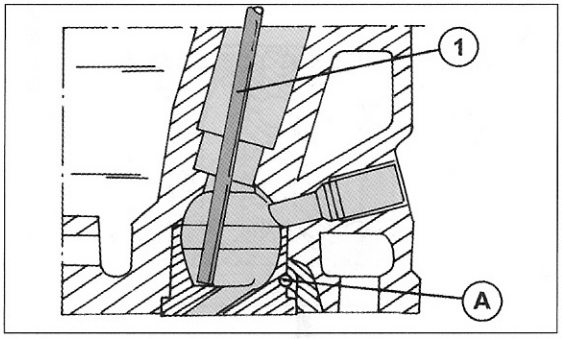

Bild 81
- Beim Einbau einer neuen Vorkammer unter Bezug auf Bild 81 die kleine Kugel (A) an der Vorkammer mit der Ausnehmung im Zylinderkopf ausrichten und die Vorkammer mit einem passenden Dorn einschlagen.